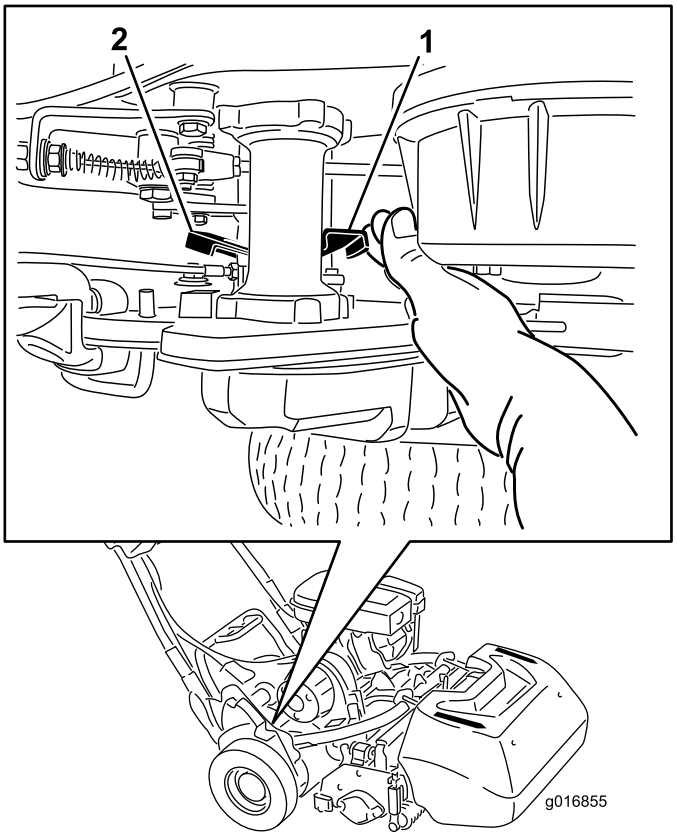

Figur 28
1. Find traktionshåndtaget (indkobl/udkobl) ved siden af tromlen i drivværkets hus på bageste højre hjørne af maskine (Figur 28).